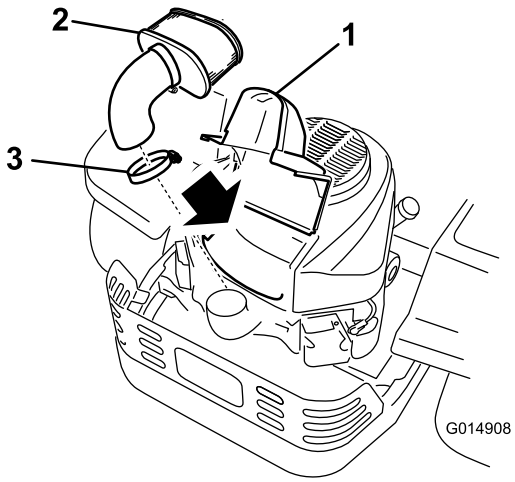

Figur 37
4. Løft opp dekselet og fjern slangeklemmen som fester luftrenseren til motoren (Figur 37).
5. Løsne slangeklemmen og fjern papirelementet (Figur 37).